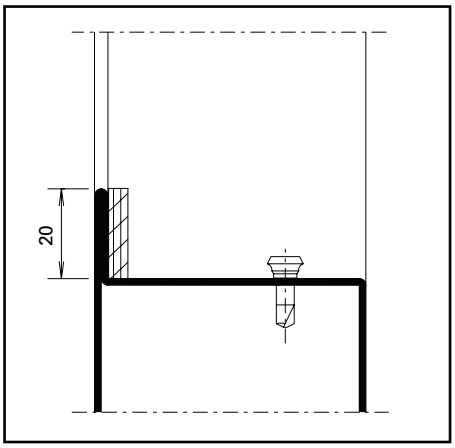

Abb. 11 / Fig. 11 / Fig. 11
1. Dichtungsband 20 mm breit (selbstklebend) auf Lappenseite bündig zum Falzgrund ankleben (Abb. 11)
1. Coller la bande d'étanchéité largeur 20 mm (autocollante) du côté battue à fleur de la feuillure (fig. 11)
1. Attach the distance strip 20 mm width (self-adhesive) flush with the bottom of the rebate on the flange side (fig. 11)